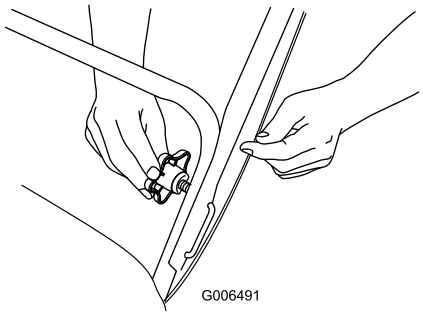

Figur 5
2. Sätt i änden av den U-formade handtagsspärren i det öppna hålet i handtaget och dra åt handtagsknopparna tills de sitter ordentligt (Figur 5).